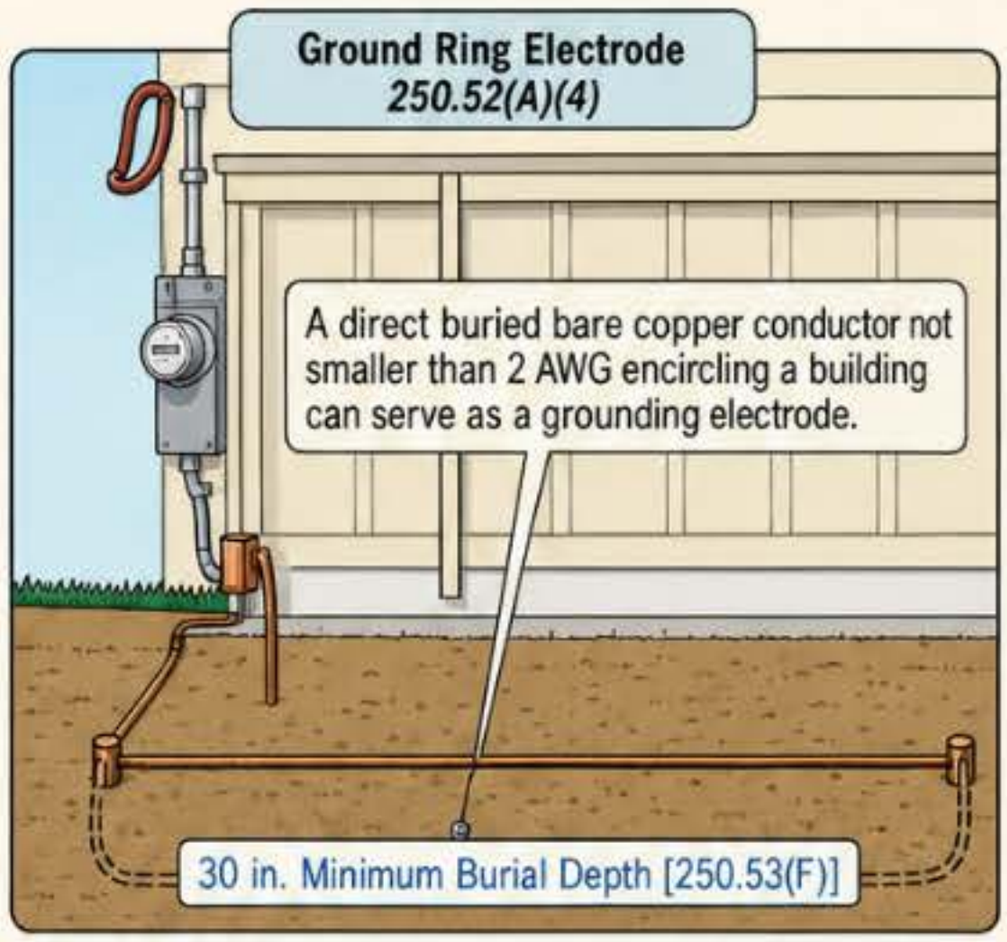

Figure 250-113
(4) Ground Ring. A direct buried bare copper conductor not smaller than 2 AWG encircling a building can serve as a grounding electrode. ▸ Figure 250-113